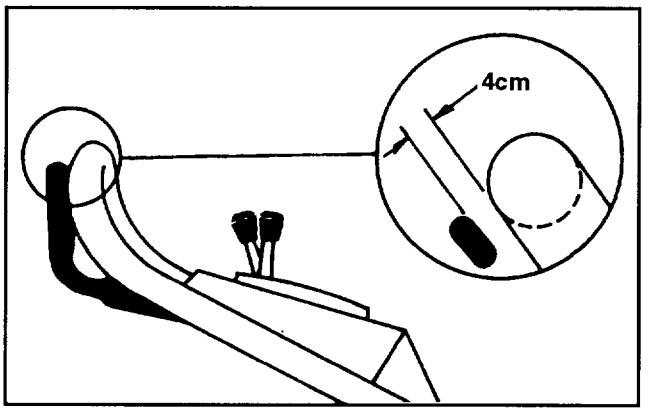

Abbildung 20
4. Antriebshebel anheben, bis leichter Widerstand spürbar ist. Der Antriebshebel sollte bei optimaler Justierung etwa 3,5 cm vom Griff entfernt sein (Abb. 20).